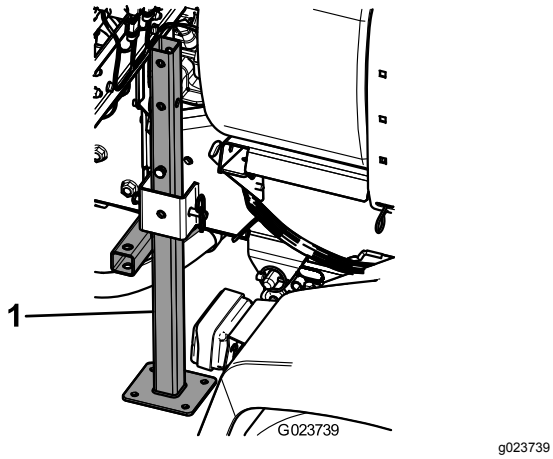

Figur 29
3. Før den bageste donkraft fra bunden op i stellet i nærheden af de bageste bindepunkter (Figur 29).